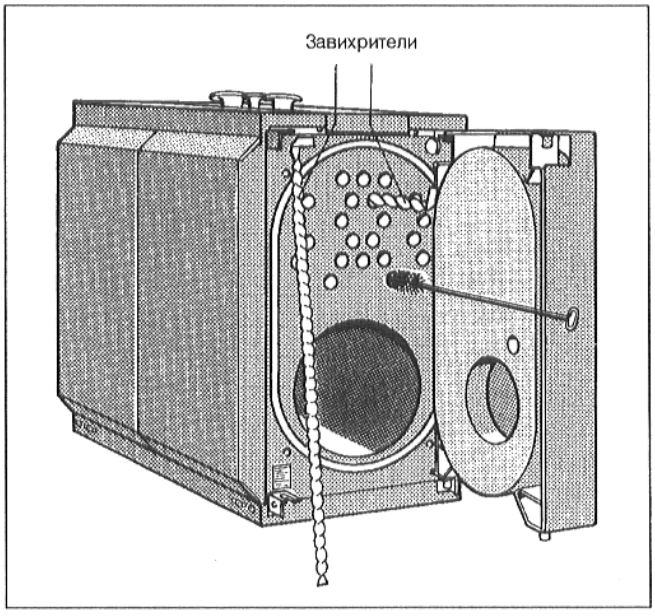

Рис. 28
- Удостовериться в том, что завихрители своими упорными поверхностями с торцевой стороны прилегают в горизонтальной плоскости к подключаемой трубе отопления (Рис. 28).
- Вынуть завихрители из подключаемых труб отопления (Рис. 28).
- Прочистить щеткой подключаемые трубы отопления (Рис. 28).